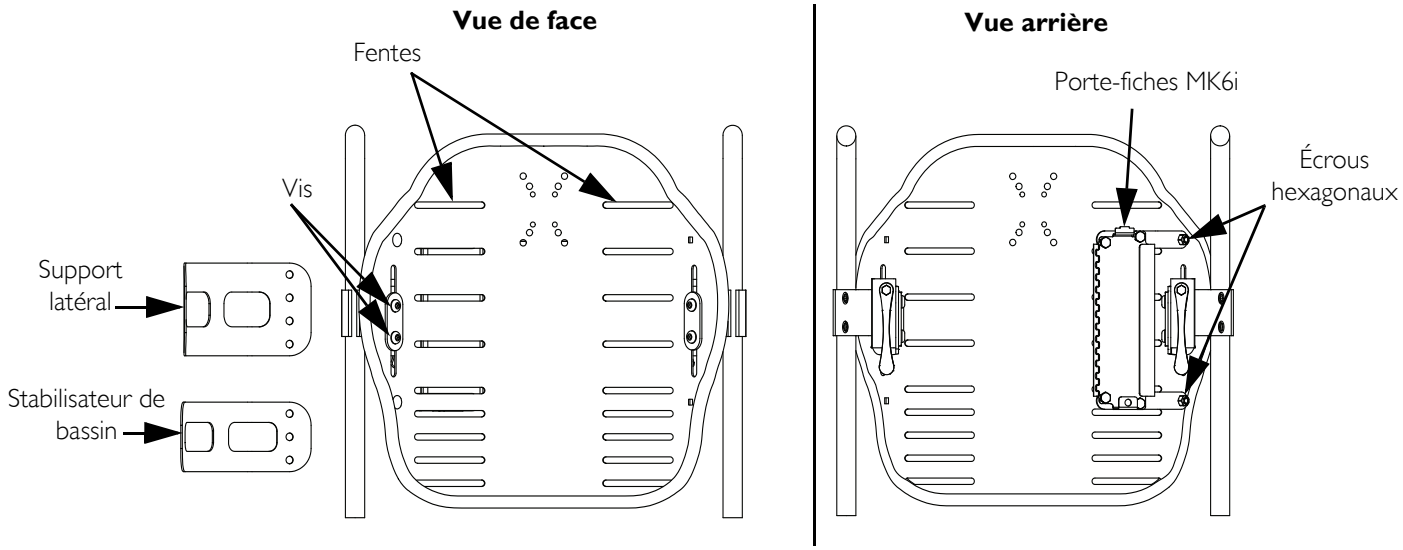

**FIGURE 2.10** Installation/démontage des supports latéraux et/ou des stabilisateurs de bassin
*REMARQUE: Pour cette procédure, se référer à la FIGURE 2.10.*